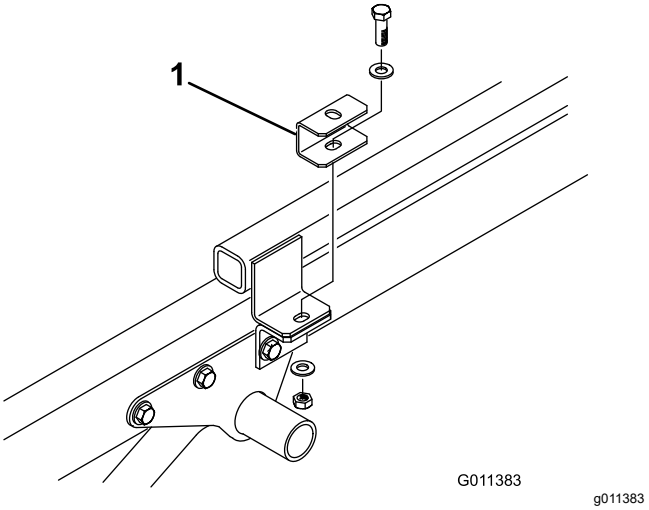

**Figur 7**
4. Fäst ett distansbricksfäste på varje dragkroksflik med den huvudskruv, de två planbrickor och den låsmutter som du tog bort tidigare (Figur 7).
6. Placera maskinen på Workman-fordonets ram och rikta in hålen på de bakre monteringsfästena med hålen i ramens sidor (Figur 7).